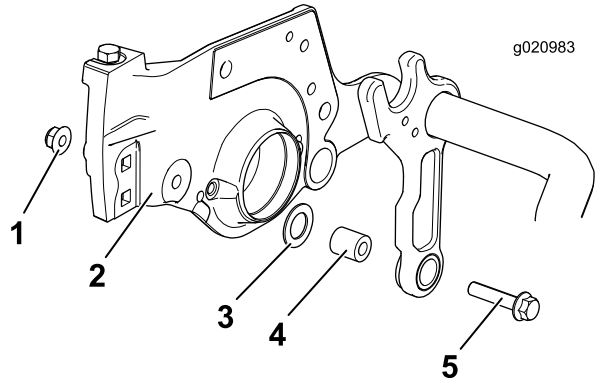

Figura 4
4. Retire la tuerca, la arandela plana y el espaciador existentes; deseche el espaciador y guarde la tuerca y la arandela plana (Figura 4).